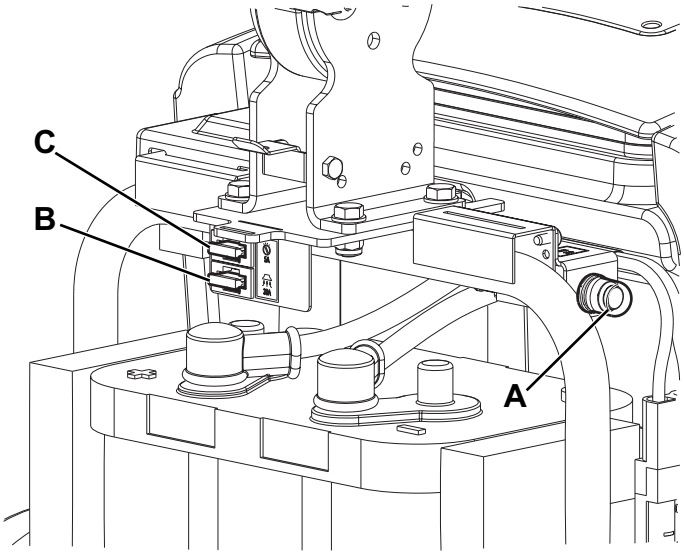

**Figure 8**
2. Contrôler que la manette (31) du sélecteur de fonctions soit en position «0» et débrancher le connecteur de la batterie (7).
3. Ouvrir le couvercle (4) et contrôler si les fusibles suivants sont débranchés ou intacts (Fig. 8) :
- (A) : Fusible restaurable F1 (35 A), moteur brosse.
- (B) : Fusible à lamelle F2 (30 A), moteur système d'aspiration.
- (C) : Fusible à lamelle F3 (5 A), composants auxiliaires.